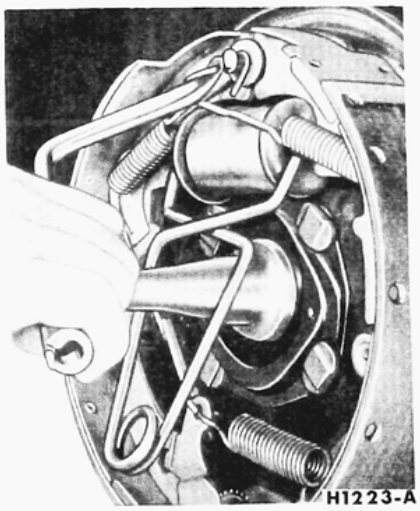

FIG. 5—Retracting Spring Installation
5. Install the primary shoe to anchor spring with the tool shown in Fig. 5.
7. Install the secondary shoe to anchor (long) spring (Fig. 5).